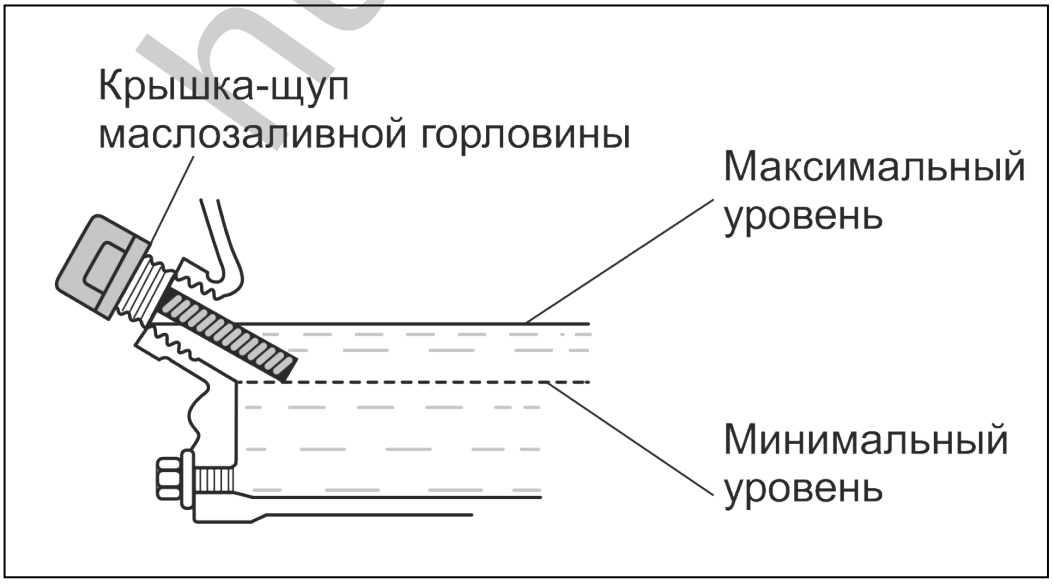

Рис. 7. Проверка уровня масла в картере.
Максимальный уровень масла в картере соответствует нижней кромке заливного отверстия. (Рис. 7).
4. Извлеките крышку-щуп и осмотрите его. Уровень масла должен соответствовать верхней отметке на щупе. В случае, если уровень масла ниже необходимого долейте чистое масло до верхней отметки на щупе (это соответствует нижней кромке заливного отверстия). Рис. 7.